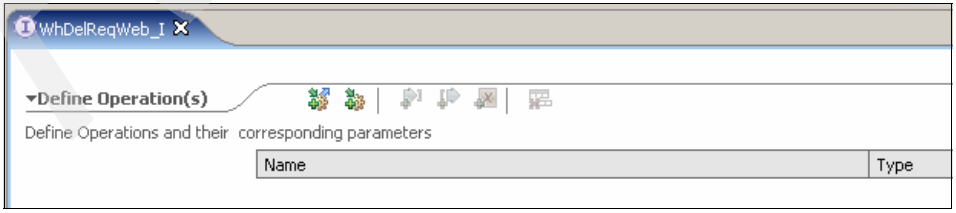

Figure A-14 The Interface Editor
3. In the Interface Editor (Figure A-14), click the **Add Request Response Operation** ( ) icon to add an operation, and name the operation `getDeliveryDays`.